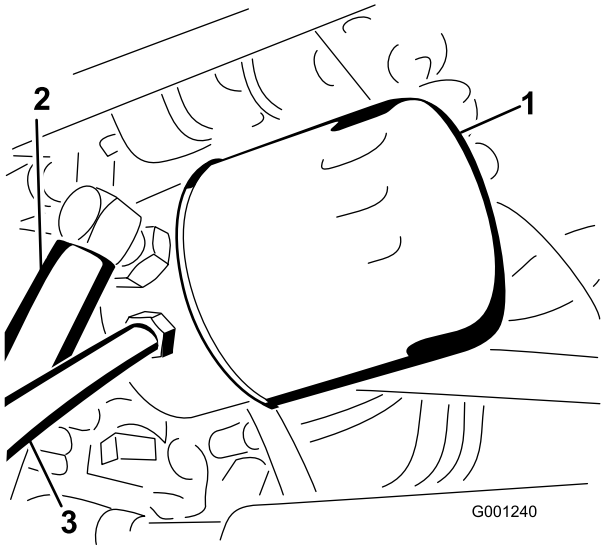

Figur 71
4. Rengjør rundt hydraulikkoljefilteret, og fjern filteret (Figur 71).